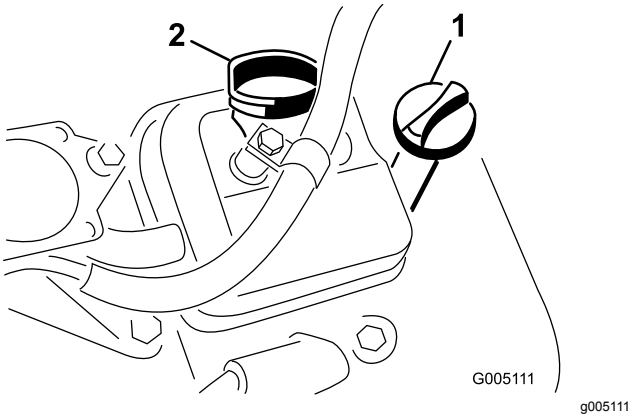

Figuur 30
3. Steek de peilstok in de peilstokbuis en schroef de stok in de buis (Figuur 30).